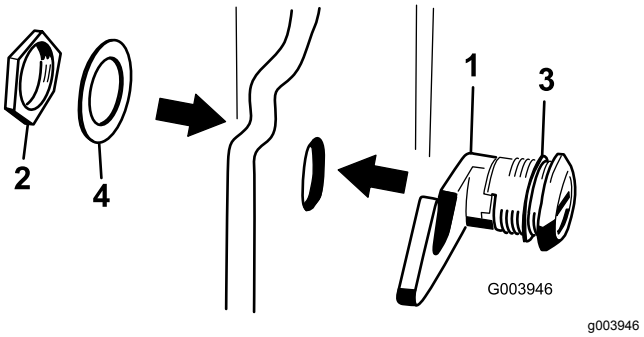

Figur 19
3. Fjern møtrikken fra motorhjelmslåsenheden (Figur 19).